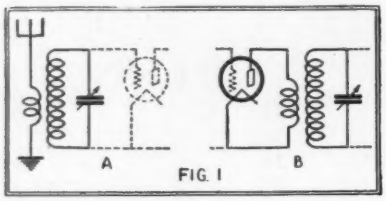

FIG. 1
The "Radio-Equipped" house in Fig. 1 shows a volume-control receptacle jack on the porch also. In summer, when the living room is too warm for comfort, the speaker may be carried to the porch and plugged into the jack. It is desirable to use a volume-control receptacle jack here so that the volume may be reduced to avoid disturbing the neighbors.
An antenna-and-ground outlet jack (shown in Fig. 1 near the receiver), will furnish a neat and convenient connection for concealed antenna and ground wires. The outlet jack should be placed near the antenna lead-in, although reasonable distances will have no appreciable effect upon the operation of the receiver. The porcelain tube in the outside wall, through which the lead-in wire is brought, should slant down and the lead-in wire be allowed to sag, as shown, in order to prevent water from running down the wire through the tube and into the building. The aerial lead-in and ground wires may be run through porcelain tubes in the studding or joists.
Fig. 1 shows also the method of wiring the receptacle jacks in the various rooms, which is best done at the time the electricians are installing the lighting circuit. Any wiring contractor will be able to do this, as only a few simple rules need be followed. The current carried by this circuit does not exceed 10 or 15 milliamperes. The receptacle jacks are mounted on the wall or baseboard, either with or without a standard wall box; the latter is not indispensable, but it is an effective protection against falling plaster and dirt. Fig. 2B illustrates both methods of mounting this equipment.
As defined before, a resonance transformer, of the type used in radio receivers of today, consists of an *untuned primary* circuit—that is, a circuit not containing a variable element—coupled electromagnetically, by mutual inductance, to a secondary circuit *which does contain a variable element*, usually a variable condenser. There are two cases, as shown in Fig. 1. In the one case (A) the primary is a part of an antenna circuit, which possesses a small amount of inductance, considerable capacity, and a certain amount of resistance. The value of the
In the other case, shown at B (Fig. 1), we have the primary coil connected to the output of an electron tube, which possesses a rather high resistance (in the neighborhood of 10,000 ohms) and no condenser. The secondary circuit of the resonance transformer is similar to that described in the last paragraph.
Left, A and B are respectively the equivalent circuits of the two shown in Fig. 1.